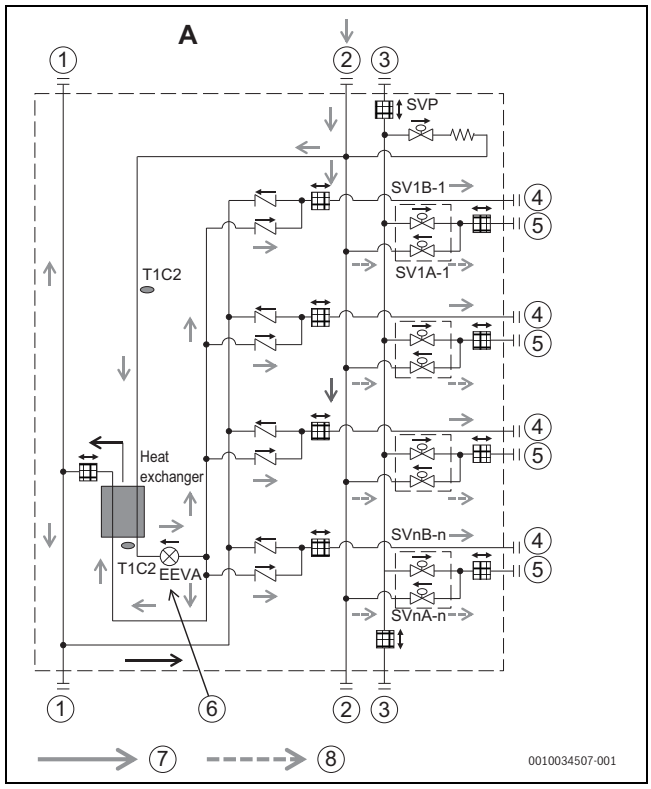

Fig. 29
a) Carga normal de porta ② durante a brasagem da porta ④ e carga forte (> 20 kPa (0,2 bar)) da porta ② durante a brasagem da porta ⑤ como na fig. 29.
b) Carga normal (≤ 20 kPa (0,2 bar)) da porta ② durante a brasagem da porta ① e a carga normal da válvula de serviço da unidade exterior correspondente durante a brasagem da porta ② e porta ③, conforme a fig. 29.